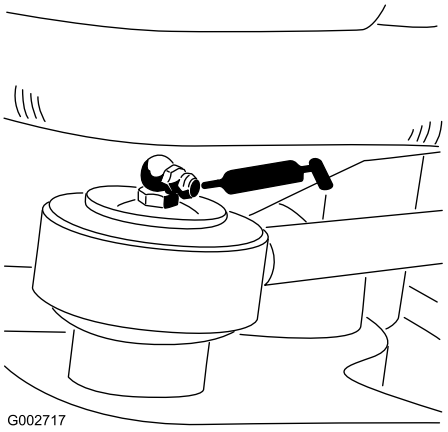

**Figur 24**
- Styrcylinderns stavände (1) (Endast modell 08705) (Figur 24)